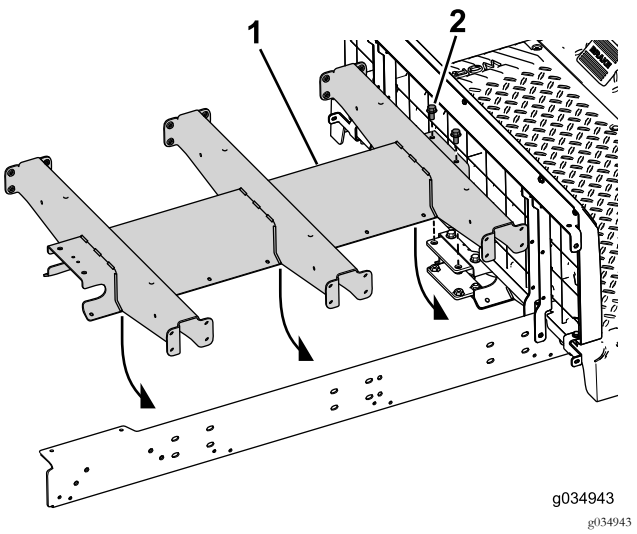

Рисунок 24
4. Вставьте два болта (3/8 x 3/4 дюйма) через центральный швеллер и заднее крепление (Рисунок 24).